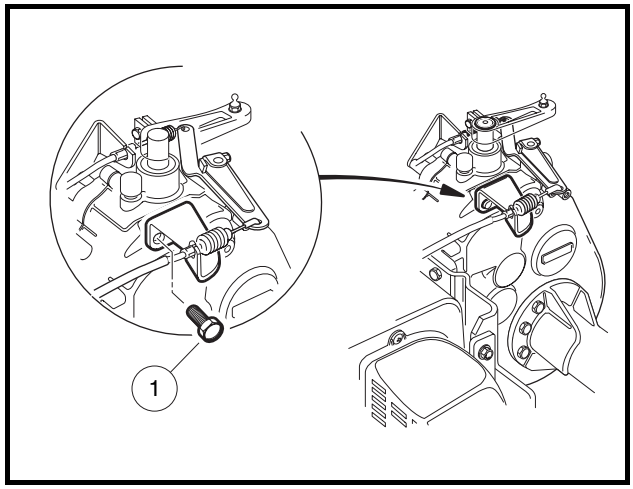

Figure 16-32 Governor Cable Bracket
20. Remove screws (1) securing the governor cable bracket to transaxle **(Figure 16-32, Page 16-14)**.
8. Install the governor cable bracket on transaxle case. Tighten the mounting screws to 134 in-lb (15.1 N·m) **(Figure 16-32, Page 16-14)**.